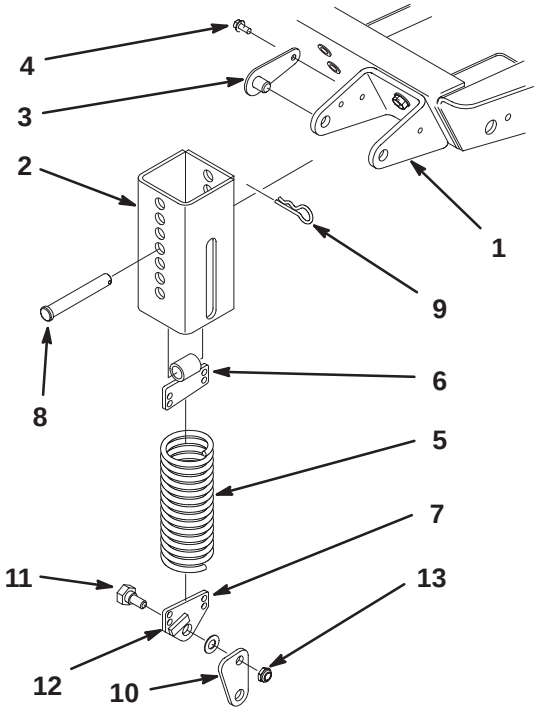
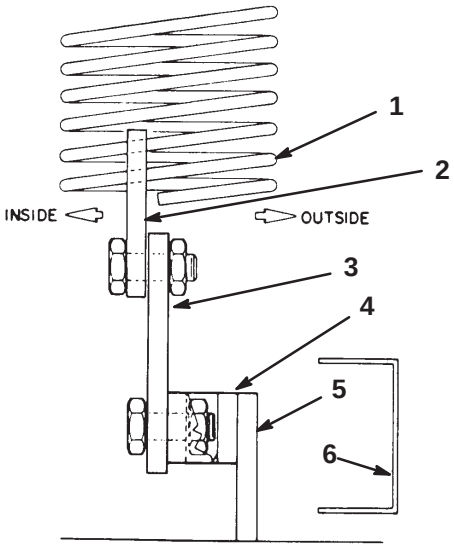

Figure 6
Figure 8
2. Thread the top extension spring coil into the top spring end holes and the bottom extension spring coil into the bottom spring end holes (Fig. 6).
3. Mount each knee link to the lower spring end with the wide part of the knee link pointing forward and the spring end stop pointing forward. Secure the knee link to the outer side of the spring end (Fig. 8) with a shoulder bolt, washer, and locknut (Fig. 6 and 7).
5. Align the slotted holes in the spring cover (slot toward the bottom) with the mounting bracket holes. Insert the lock pin assemblies into the bracket holes and secure each to the bracket with the self-tapping screws (Fig. 6). Torque the screws to 20 ft.-lb. (27 N·m).
6. From the bottom, insert the spring and top spring end into the spring cover. Select a hole that matches the cutter deck height-of-cut setting; i.e., the top cover hole matches the highest height setting, the bottom cover hole the lowest, etc. Align the top spring end hole with the selected spring cover holes and insert the clevis pin to secure the spring inside the cover (Fig. 6). Secure the clevis pin with a hairpin cotter.
4. Mount each knee link to the lower spring end with the wide part of the knee link pointing forward and the spring end stop pointing forward. Secure the knee link to the outer side of the spring end (Fig. 8) with a shoulder bolt, washer, and locknut (Fig. 6 and 7).
7. From the bottom, insert the spring and top spring end into the spring cover. Select a hole that matches the cutter deck height-of-cut setting; i.e., the top cover hole matches the highest height setting, the bottom cover hole the lowest, etc. Align the top spring end hole with the selected spring cover holes and insert the clevis pin to secure the spring inside the cover (Fig. 6). Secure the clevis pin with a hairpin cotter.